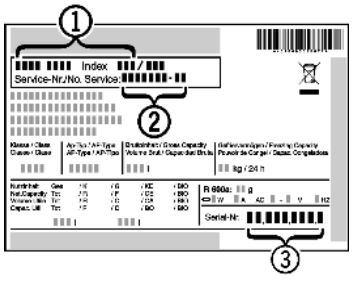

Fig. 11
▶ Read the appliance designation *Fig. 11 (1)*, service No. *Fig. 11 (2)* and serial No. *Fig. 11 (3)* off the type plate located inside the appliance on the left-hand side.
▶ Notify the customer service, specifying the fault, appliance designation *Fig. 11 (1)*, service No. *Fig. 11 (2)* and serial No. *Fig. 11 (3)*.